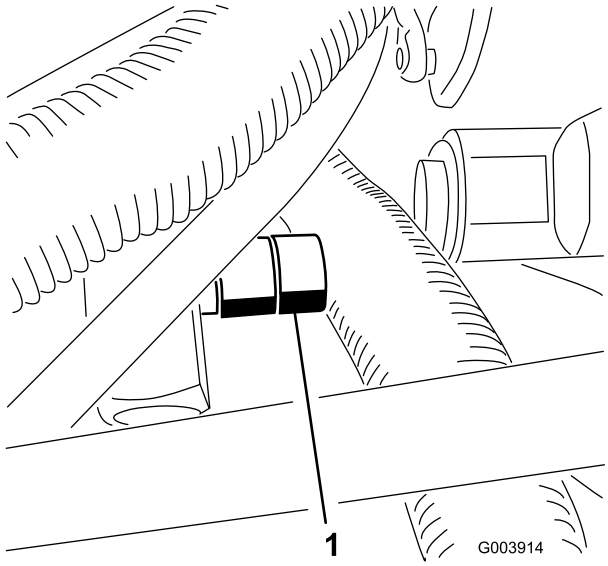

Figur 75
1. Lokalisera ventilen på flödesdelaren (under fotstödet) (Figur 75).